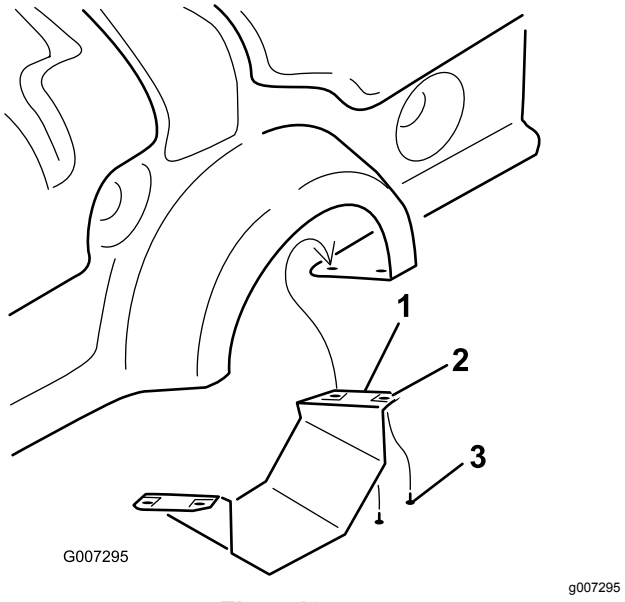

Figur 10
1. Endast på ProCore 864: ta bort det nedre kraftuttagsskyddet (Figur 10).